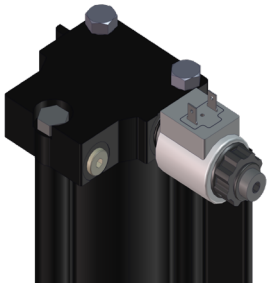

Fig.31
A. Landing Gear - Valve located on the lead landing gear **(Fig.31)**.